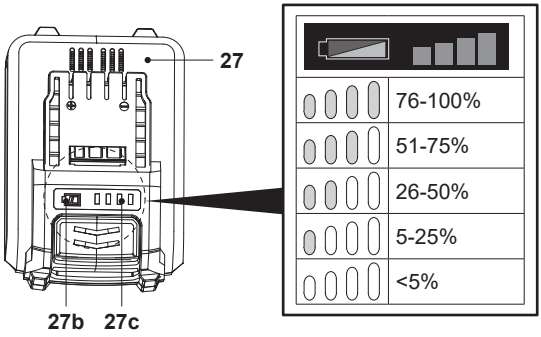

Fig. 9
The battery pack (27) is equipped with battery capacity indicators (27c) which are used to give an indication of the battery pack's remaining capacity. Press the battery capacity button (27b) to check battery capacity (Fig. 9). The LEDs will stay lit for approximately 3 seconds.